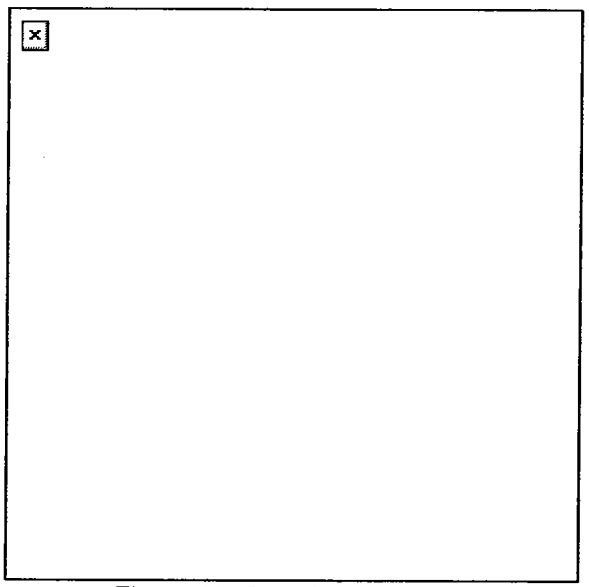

Figure 10. Crouching position.
e. Crouching (Figure 10). This position is the same as the standing-without-support position, except you must bend your knees slightly. Balance by leaning forward at the waist.